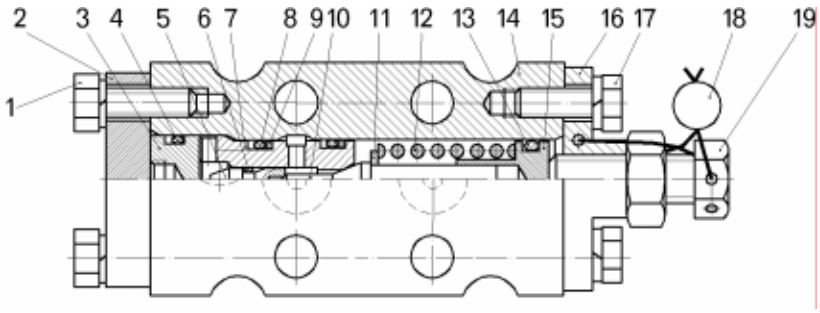

Рисунок 14.7 – Вспомогательный клапан:
– отвернуть болты 17 (рисунок 14.7) и снять крышку пружины 16;